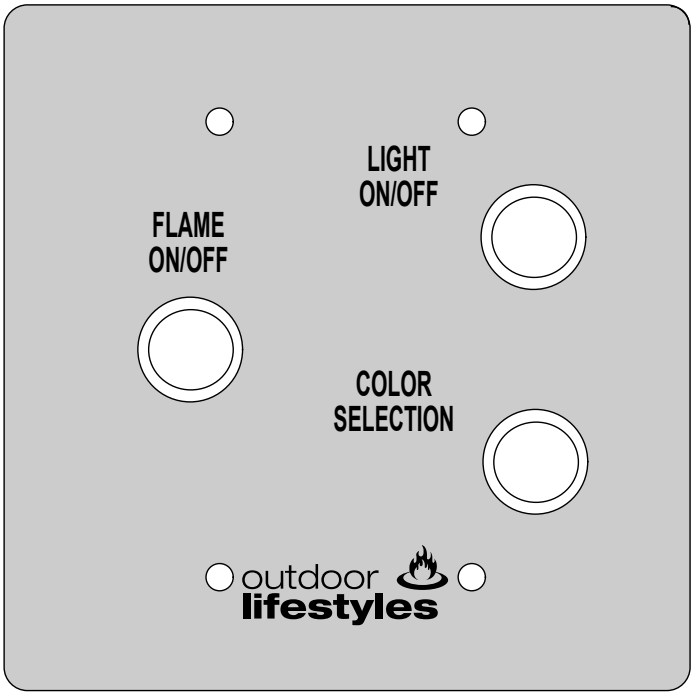

Figure 3.3. Wall Control Switch
The Lanai series appliance comes standard with a rocker switch and two (2) button wall control panel . See Figure 3.3